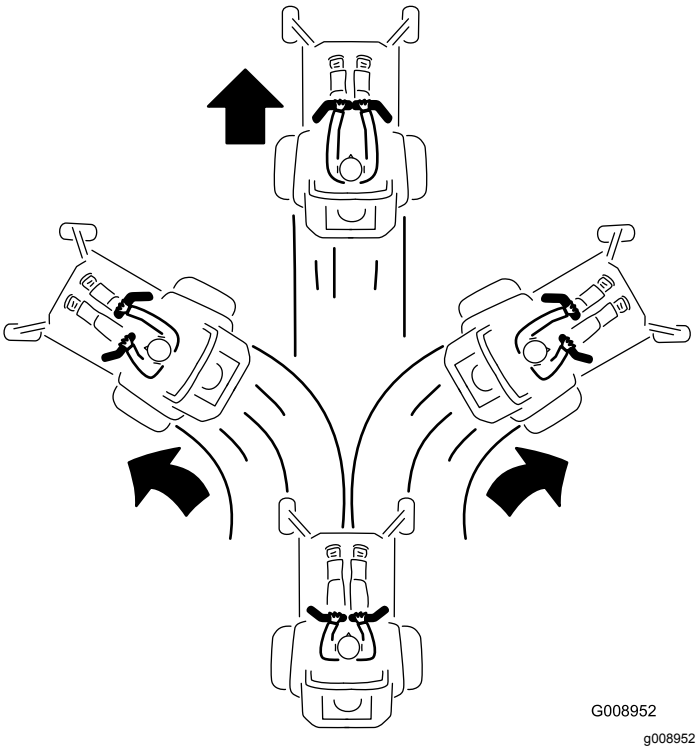

Figur 26
3. Skyv bevegelsekontrollspakene forsiktig forover for å gå fremover (Figur 26).